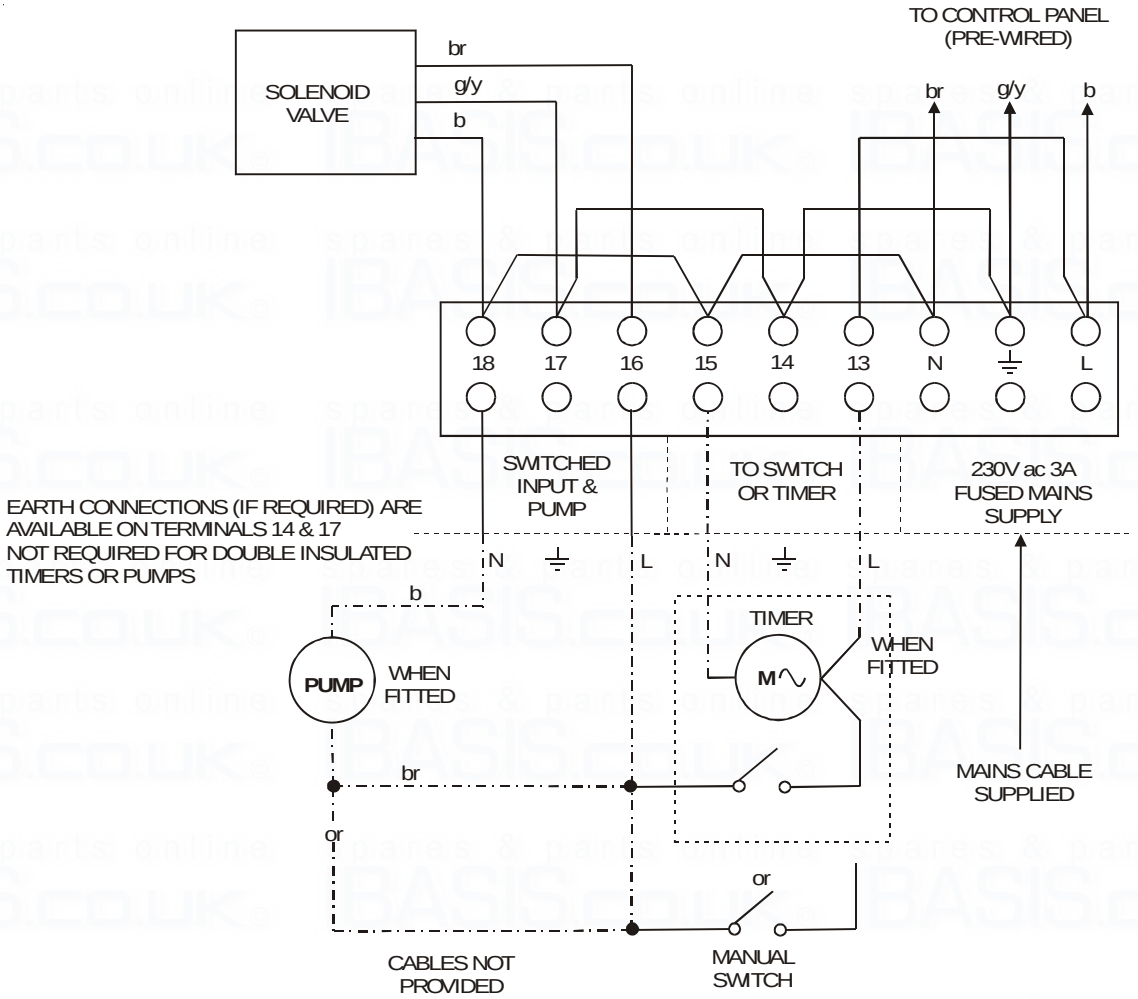

Fig. 3a
4.2.1 The following external electrical connections are required. Refer to Fig. 3a, 3b or to the relevant air heater wiring diagram for connection of the circulator (contained within the Air Heater Installation instructions or affixed to the Air Heater).